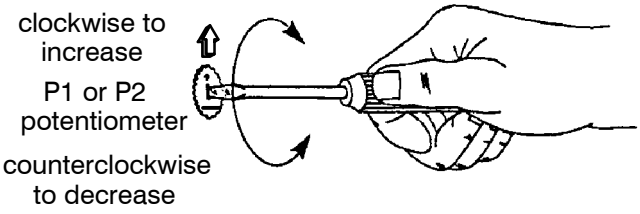

Figure 4-3. Changing time delay potentiometers.
5. Use a small screwdriver to turn the potentiometer clockwise to increase the time delay or counterclockwise to decrease it. See Figure 4-3.